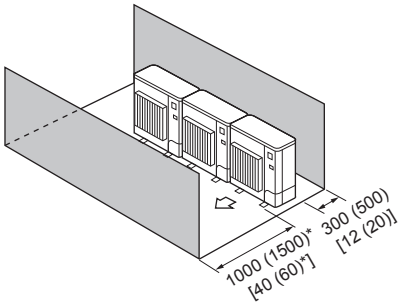

Fig. 2-15
④ Obstacles uniquement à l'avant et à l'arrière (Fig. 2-15)